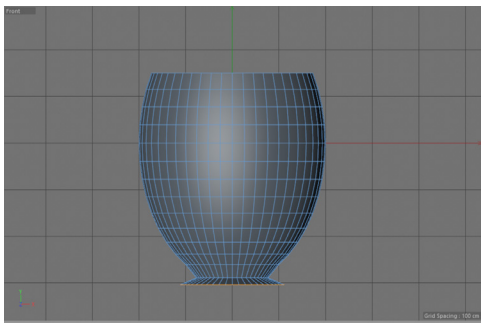

Figure 3-77 *Selected polygons beveled*
Figure 3-77 displays the final output.
11. Make sure the scaled polygons are selected. Next, right-click in the Front viewport; a shortcut menu is displayed. Choose **Bevel** from the shortcut menu; the **Bevel** tool settings are displayed in the Attribute Manager. In the **Bevel** tool settings area, make sure the **Tool Option** button is chosen. Next, set **-40** in the **Offset** spinner and **4** in the **Subdivision** spinner and then press the ENTER key; the selected polygons are beveled in the Perspective viewport, as shown in Figure 3-77.